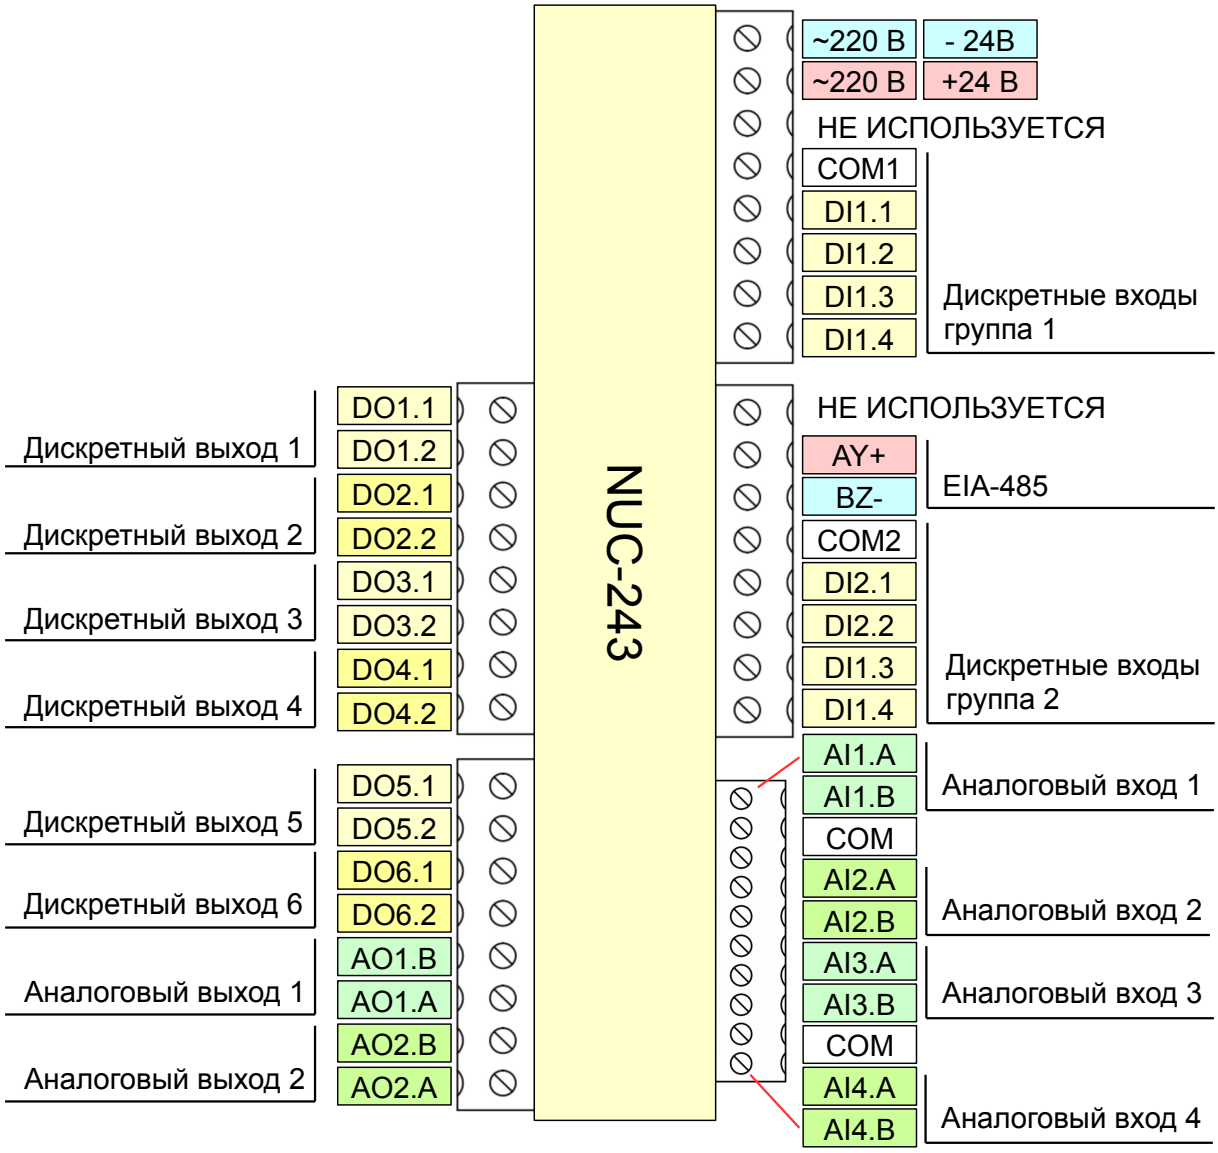

Рисунок 5 - Назначение контактов клеммников
4.2.1 Подключение цепей электропитания к контроллеру NUC-243 **24**.X2.X3.X4.X5-nnn производится к контактам «-24 В» и «+24 В», см. рис. 5. При подключении следует соблюдать полярность.
4.2.2 Подключение цепей электропитания к контроллеру NUC-243 **220**.X2.X3.X4.X5-nnn производится к контактам «~220 В» и «~220 В», см. рис. 5.